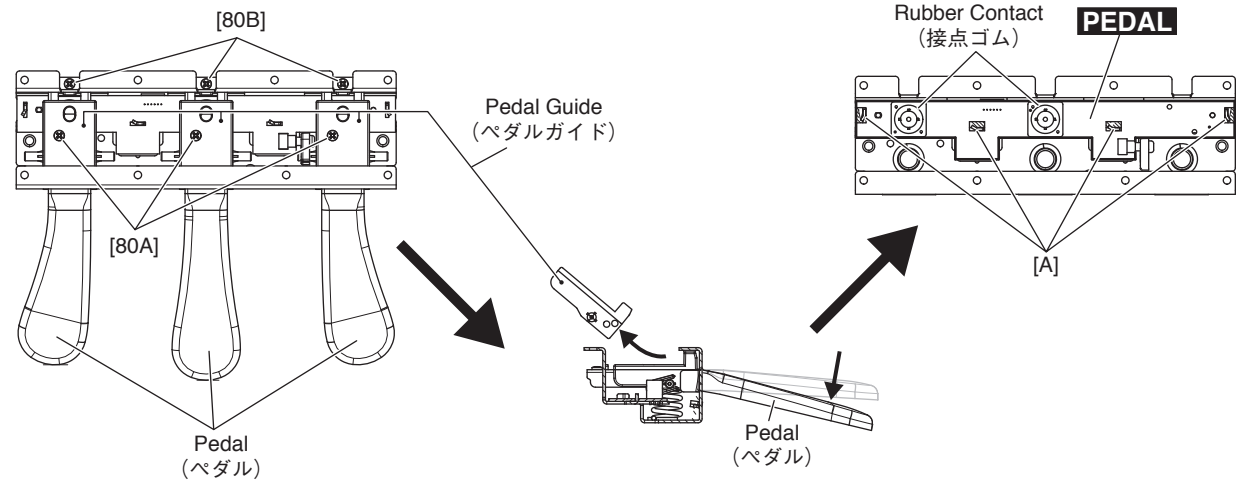

Fig.26（図 26）
30-3 Remove the three (3) screws marked [80A]. The three (3) pedal guides can then be removed. (Fig.26)
30-4 Remove the three (3) screws marked [80B]. The three (3) pedals can then be removed. (Fig.26)
30-5 Straighten the four (4) bent frame portions marked [A] securing the PEDAL circuit board using pliers. Lift the PEDAL circuit board to remove it. (Fig.26)
30-6 Remove the two (2) rubber contacts from the PEDAL circuit board. (Fig.26)
30-3 [80A] のネジ 3 本を外して、ペダルガイド 3 個を外します。(図 26)
30-4 [80B] のネジ 3 本を外して、ペダル 3 個を外します。(図 26)
30-5 PEDAL シートを止めている [A] のフレーム折り曲げ部 4 ヶ所をペンチ等で真直ぐに戻し、PEDAL シートを外します。(図 26)
30-6 PEDAL シートから接点ゴム 2 個を外します。(図 26)